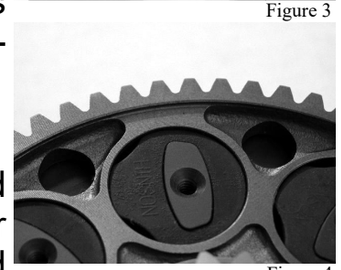

Figure 4
- Install the stock primary drive gear and your new Hinson cushions onto your new Hinson Basket with the recessed side of the gear facing up (Figure 4), you are able to use a lubricant such as WD-40 to get the gear to slide on easier